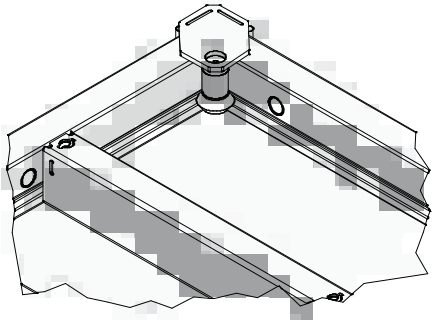
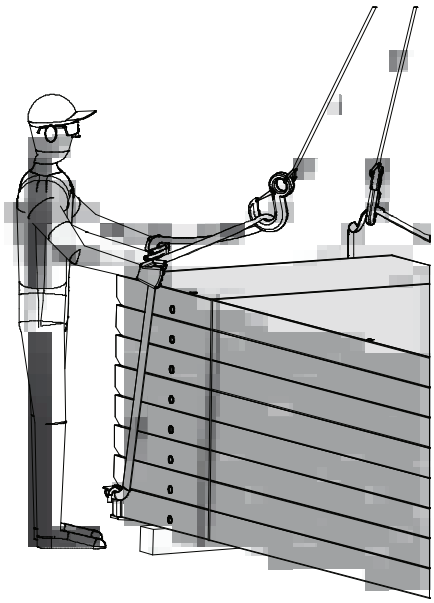

Abb. 68.4
Abb. 68.5
3. Die Rundschlinge mit einem Ruck nach oben ziehen (Abb. 68.5). Der federnde Anschlagzapfen greift in die Sicke des Elementrahmens ein; dadurch wird ein ungewolltes Aushängen vermieden (Abb. 68.4).